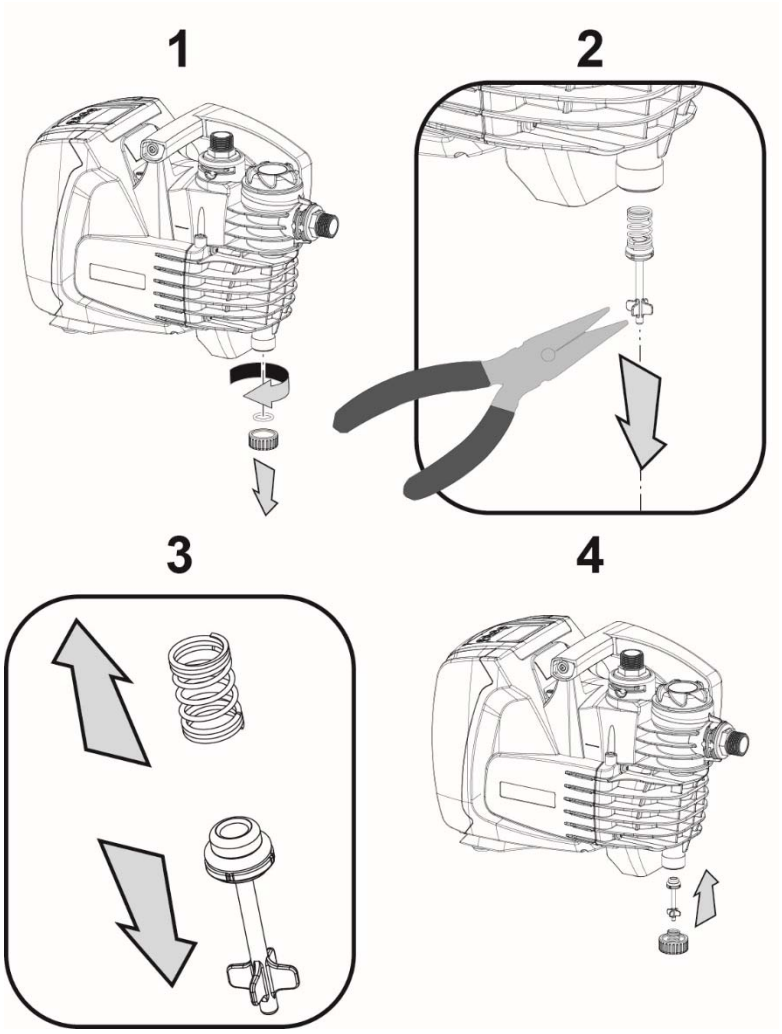

Fig. 5
3. Ta oavsett bort tömningspluggen. Se till att O-ringen inte kommer bort (fig. 5).